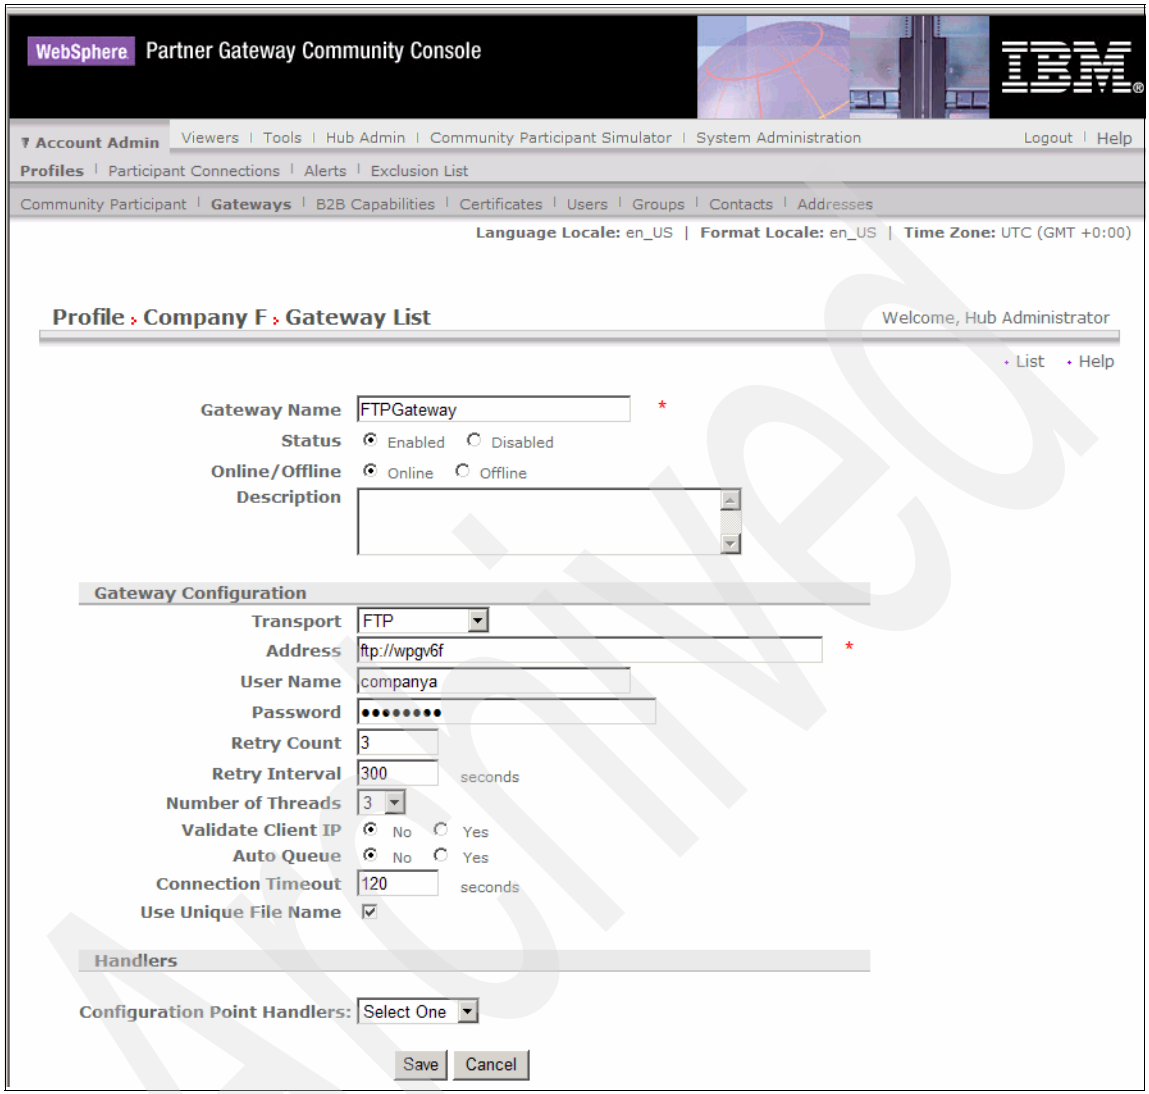

Figure 12-10 Creating the FTP Gateway within the Company F profile
6. In the Gateway List window (Figure 12-10 on page 353), enter the following:
As we can see, the file was uploaded successfully. The name of the file has been altered by appending a unique document identifier to the end of the original file name. By deselecting the User Unique Filename parameter (shown in Figure 12-10 on page 353), we can have WebSphere Partner Gateway preserve the original filename after transmission.